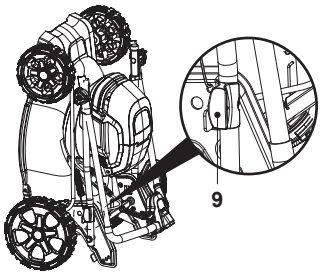

Fig. 27
9. Ranger la tondeuse à gazon à plat ou en position verticale (Fig. 27).